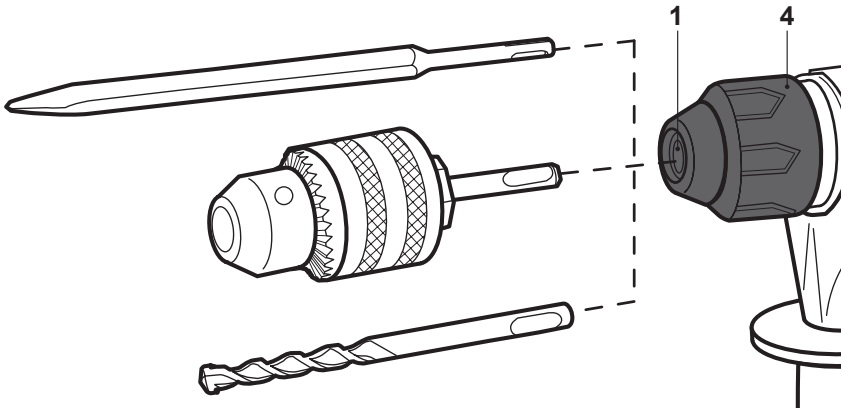

Fig. 1
>Introduza a broca ou cinzel SDS no mandril (1) com um movimento giratório completo até ao fundo (Fig. 1).
**UWAGA:** Zębaty uchwyt wiertarski umożliwia zakładanie na produkt normalnych wierteł / dłutów (nie typu SDS). Aby przymocować zębaty uchwyt wiertarski, wkręć adapter SDS zębatego uchwytu wiertarskiego do samego środka uchwytu SDS (Rys. 1)